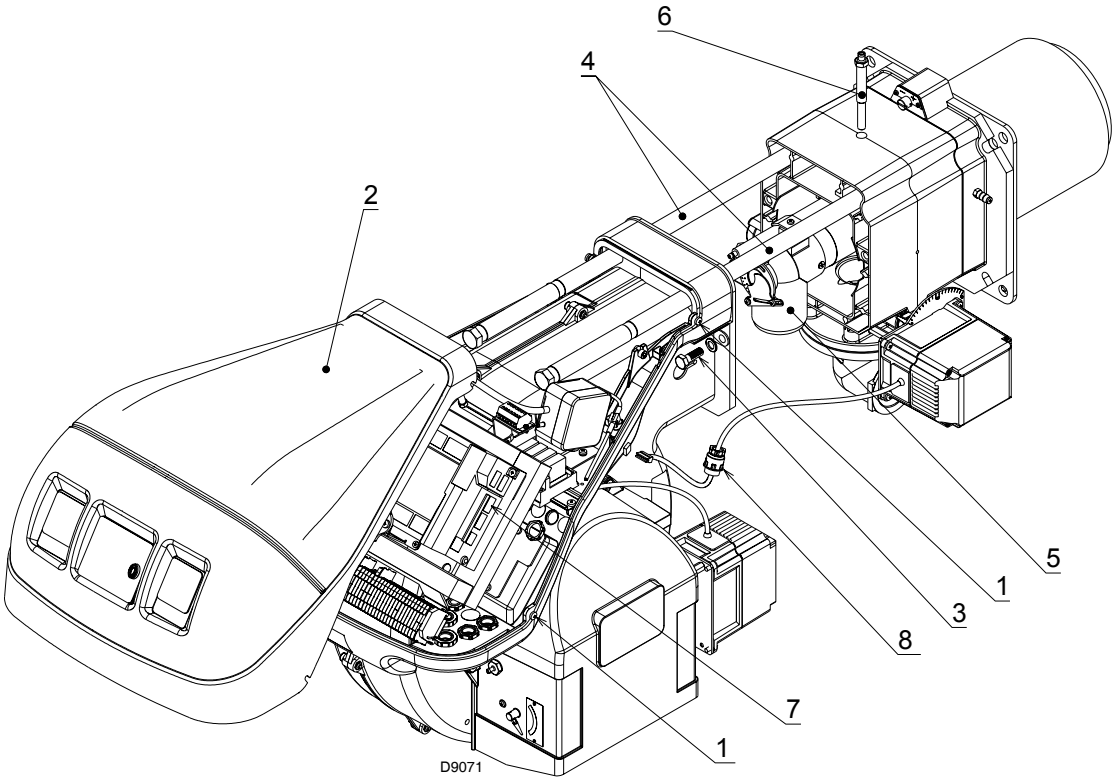

Fig. 39
- ➤ Loosen the 4 screws 1)(Fig. 39) and remove the hood 2).
- ➤ Connect the servomotor plug 7) (Fig. 39) and tighten the cable grommet 8).